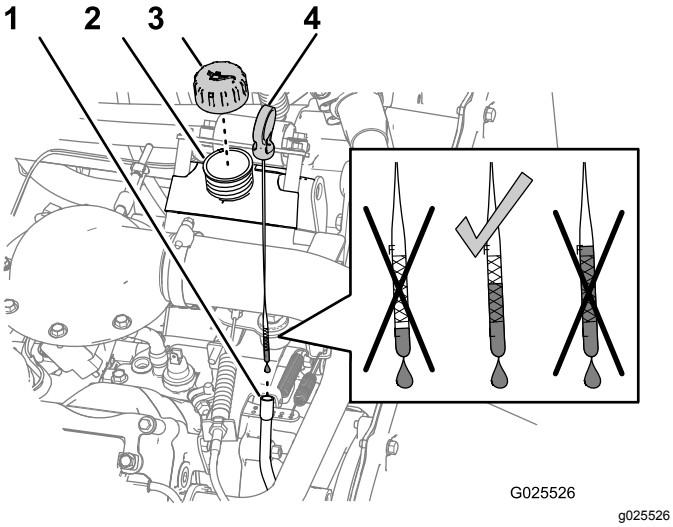

Figur 42
4. Ta ut peilestaven og tørk den med en ren fille (Figur 42).
6. Ta ut peilestaven, og kontroller oljenivået (Figur 42).
7. Hvis oljenivået er lavt, må du ta av tanklokket (Figur 42) og fylle på nok olje til nivået når opp til Full-merket på peilestaven.
8. Sett lokket på plass på påfyllingshalsen (Figur 42).
9. Sett peilestaven godt på plass igjen (Figur 42).